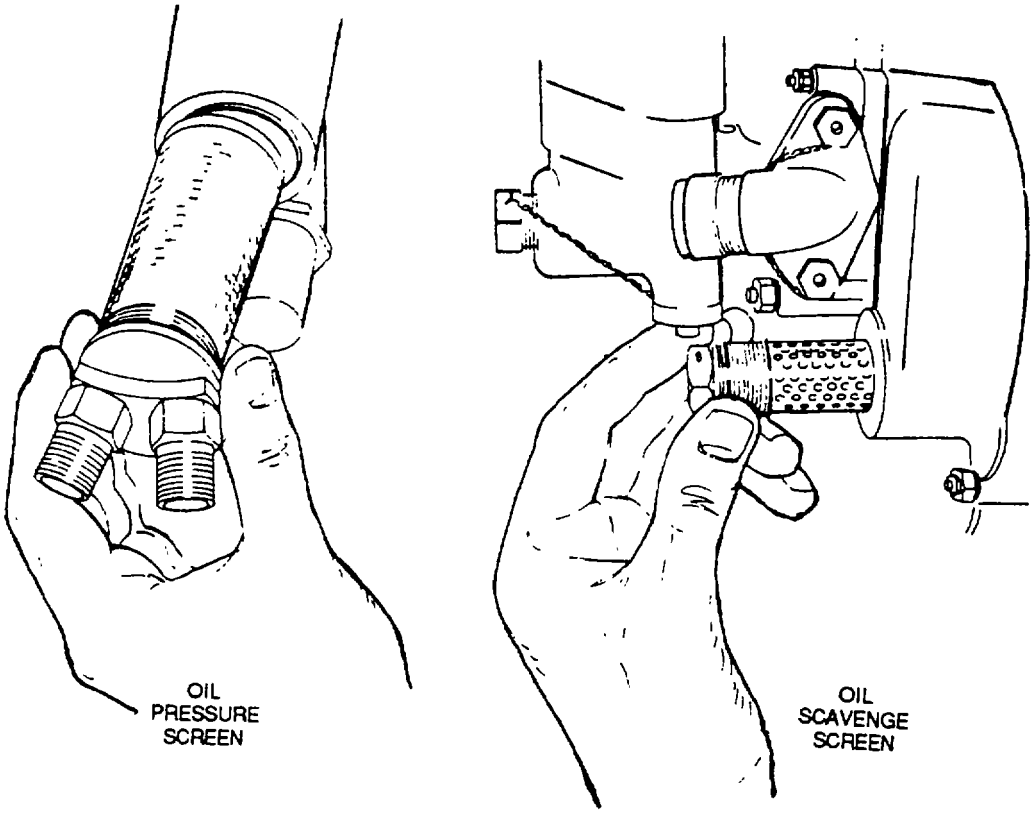

Figure 3-9. Oil Screen Types
d. Oil Screens. Oil screens, as shown in figure 3-9, accumulate the sludge during engine operation. These screens must be removed, inspected, cleaned, and reinstalled at regular intervals according to applicable maintenance manuals. General maintenance procedures are covered in the following paragraphs.